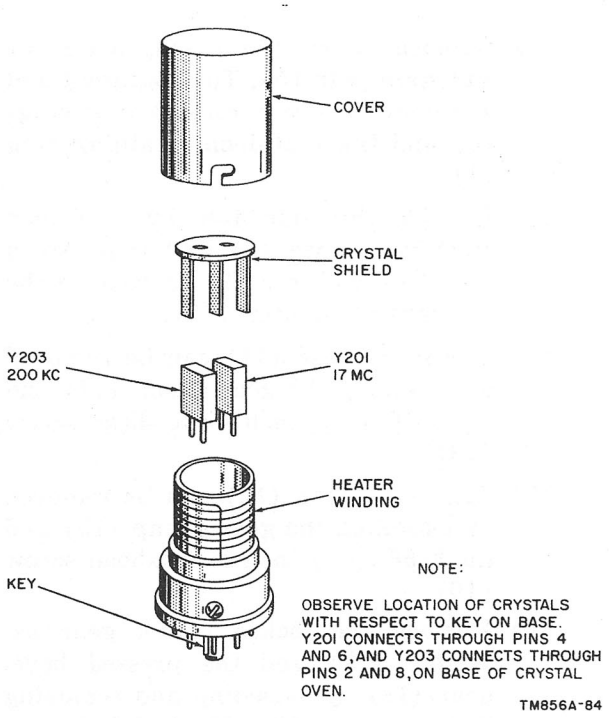

Figure 83. Location of crystals Y201 and Y203.
(3) *Crystal oven HR202* (fig. 58). The crystal oven is removed from its octal socket by first removing the retaining springs and plate and then pulling it upward out of the socket. Disassembly of the crystal oven is shown in figure 83 and should be used as a guide in replacing the plug-in crystals. The internal construction of certain crystal ovens from various suppliers will vary with respect to internal construction; however, the location of crystals with respect to the octal base will be the same.